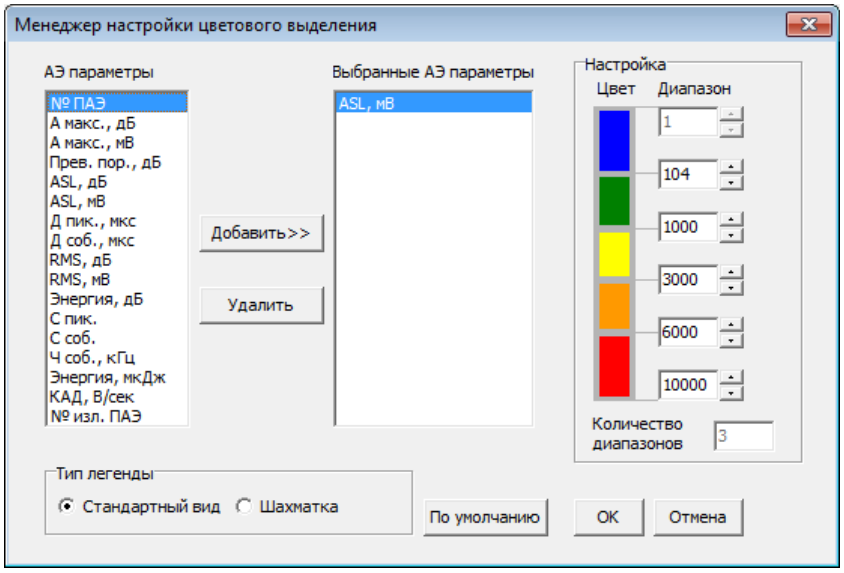

Рис. 40 Настройка цветового выделения по диапазонам.
– При выборе данного инструмента открывается «Менеджер настройки цветового выделения» (рис. 40).